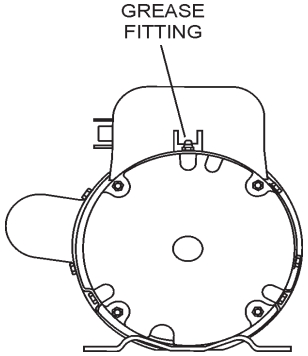

Figure 28. Grease Fittings Electric Motor
1. There are two grease (Figure 28) fittings at each end of the electric motor that will require lubrication. Lubricate these fittings about ***every 16 months***.